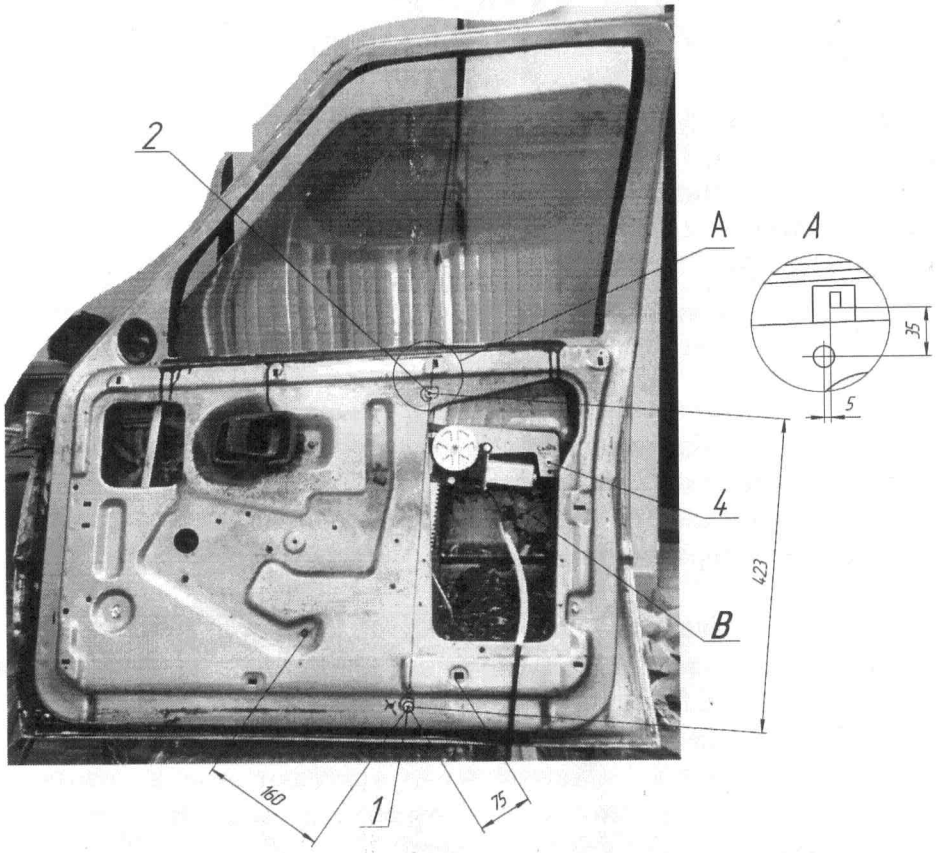

Рис. 1. Установка ЭСП в переднюю правую дверь.
6.5.2. Разметить штангенциркулем, затем просверлить два отверстия «1», «2» диаметром 6,5 мм на внутренней стенке двери с координатами (см. рис. 1).
6.5.5. Через окно двери «В» ввести ЭСП в полость двери, совместить с просверленными отверстиями «1» и «2», закрепить гайками М6 из комплекта монтажных и крепежных деталей (см. рис. 1).
6.5.7. Перемещая вторую пластину по направляющей стеклодержателя, совместить с отверстием «4» на каретке ЭСП, закрепить гайкой М6 (из комплекта монтажных и крепежных деталей), см. рис. 1.